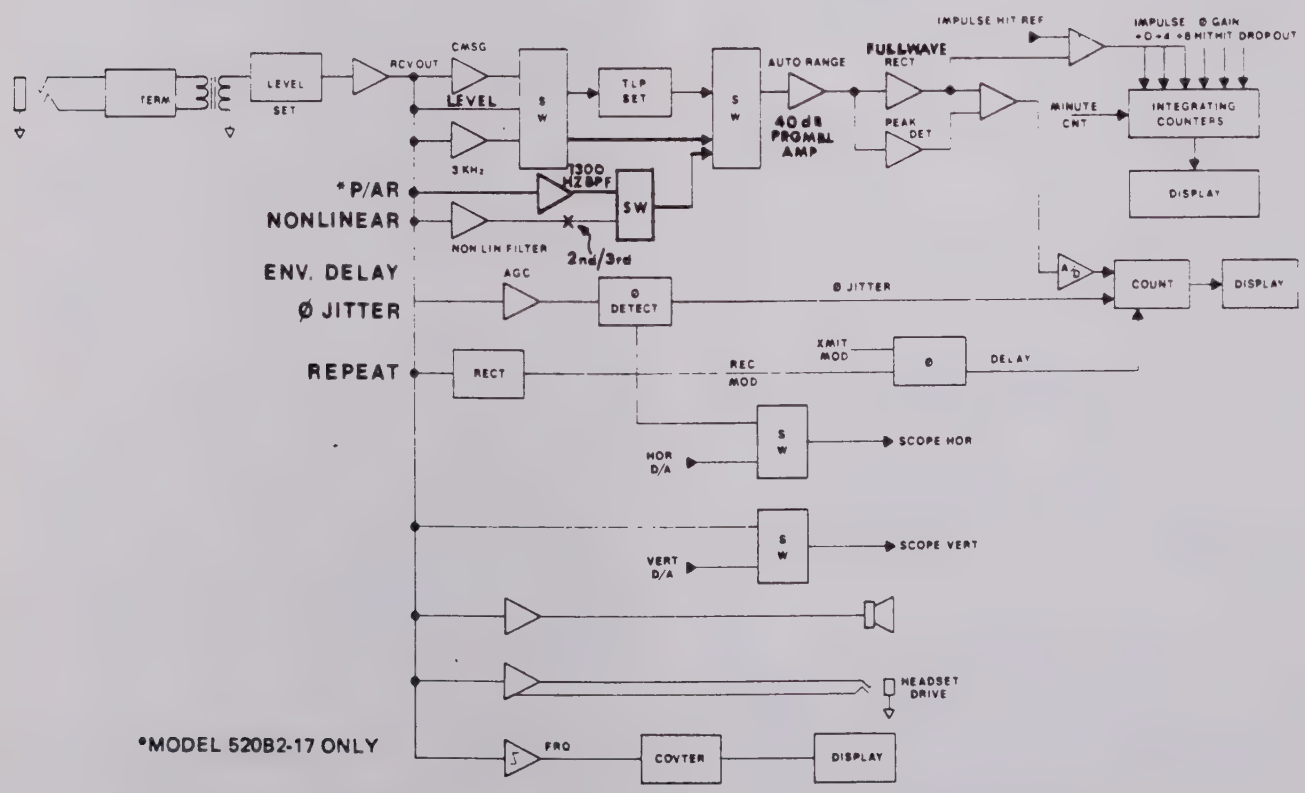

Figure 4-2. Receiver Circuits, Simplified Block Diagram
b. Receiver Functional Description. (See figures 4-2, FO-1, and FO-2.) The receiver is designed to measure the following: